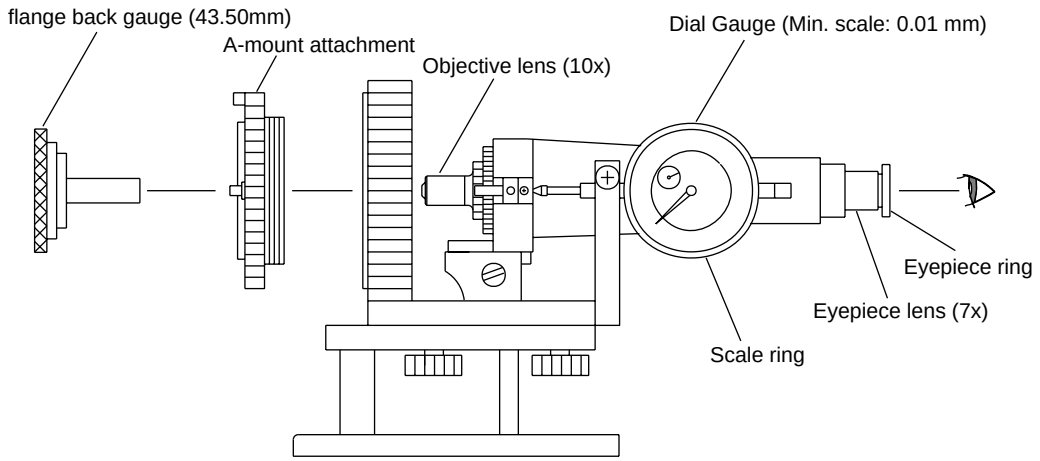

Fig.4-3-1
1) Set the equipments as shown in the Fig.4-3-1.